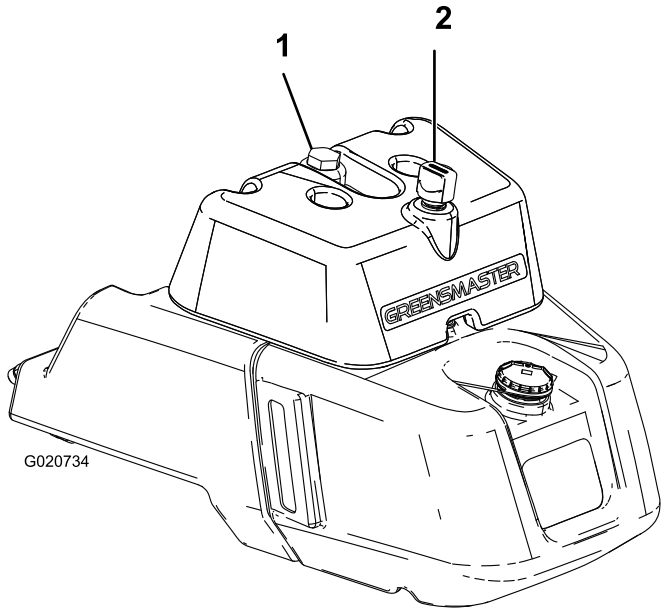

**Figur 27**
2. Ta lokket av tanken (Figur 27).